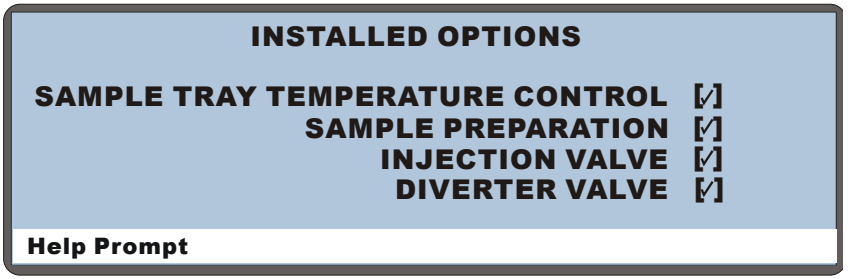

Figure C-15. Installed Options Screen: Diverter Valve Installed
- If the AS is in a sequential injection mode and a diverter valve is installed, the diverter valve is listed on the screen (see Figure C-15).